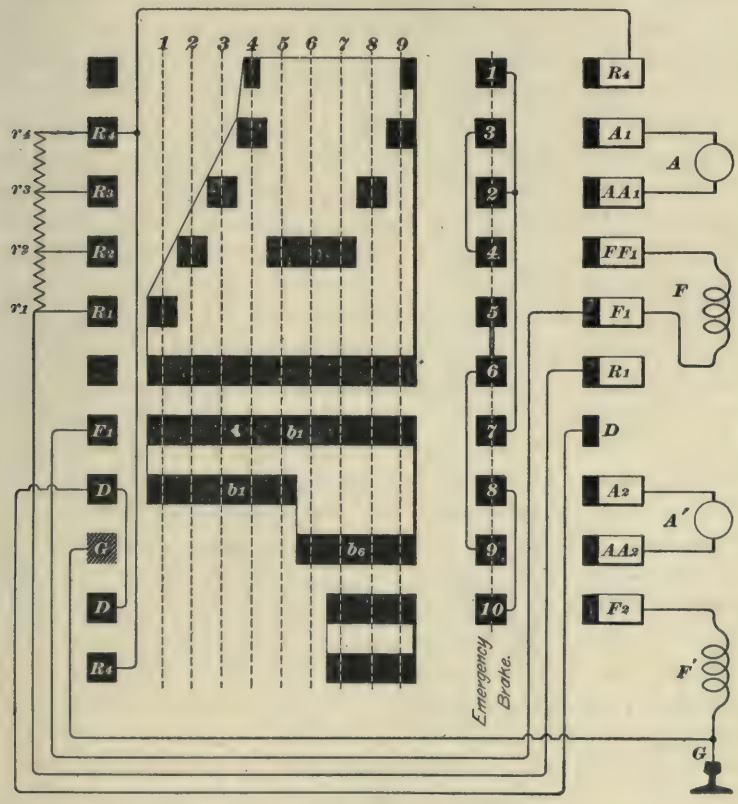

FIG. 19.
**33. Operation of the Emergency-Brake Position.**—Fig. 19 is a diagram of the connections used when the reverse lever is on the emergency-brake position. As has been stated elsewhere, a series-motor will not generate current, unless either its field or armature connections or its
**36. The Brake Circuit.**—The Walker emergency brake is, like all other electric brakes, actuated by current generated by the motors themselves. From the very nature of things, such a brake cannot bring a car to a stand on a down grade, because the motor that acts as a dynamo cannot generate any current unless its armature is in motion, so that, as soon as the car comes to a stand, the braking power of the motor ceases. On the Walker emergency brake, whose connections are shown in Fig. 19, the motors are not opposed to each other in a loop or local circuit, but they can be made to send a current through the starting coil. When the reverse lever is put on the emergency position, the No. 1 motor sends a current through the whole of the starting coil, by way of the loop or local circuit, top reverse finger $R_4$–*1–2–A* $A_1$–*A*–$A_1$–*3–4–F* $F_1$–*F*–$F_1$–*5–6–*$R_1$–$r_1$–$r_2$–$r_3$–$r_4$ and across to $R_4$ again. The No. 2 motor cannot generate yet, because one end of it is permanently grounded at *G* and the other end must get a ground before the circuit is complete. This it does on the sixth position, when power finger *G* touches tip $b_6$, and the No. 2 motor has a local circuit *G–F′–*$F_2$*–10–8–*$A_2$–*A′–A* $A_2$*–9–6–5–*$F_1$–$F_1$–$b_1$–$b_6$–*G*. The brake, of course, applies as soon as the reverse lever is put on the emergency position, because the local circuit of the No. 1 motor is entirely independent of the power drum; but the power drum can be used to increase the power of the brake, because, when the drum is moved around, some of the resistance of the starting coil is cut out and the braking current becomes larger. At times, it may be necessary to cut out some of the starting coil, for a series dynamo will not support a current through a given resistance when its speed gets below a certain value; so it may happen that the first application of the brake, together with the car's natural tendency to slow down, may bring the speed down below this critical value.